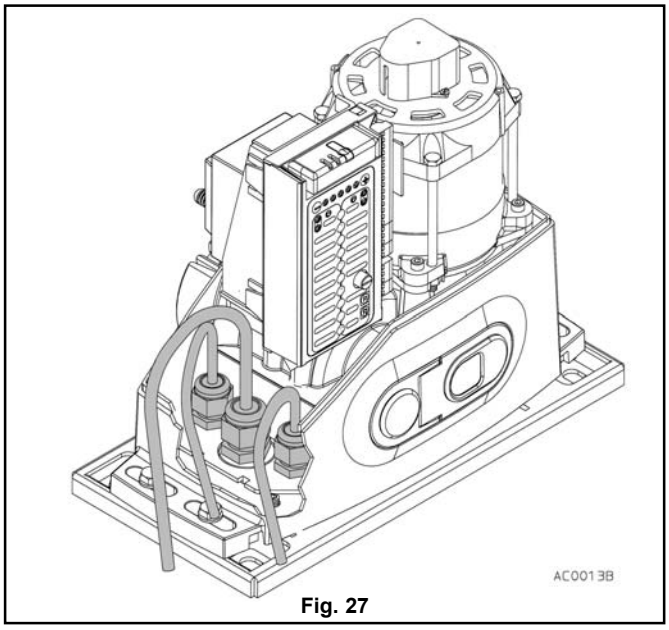

Fig. 27
c) Lasciare i cavi più lunghi di circa 40 cm (fig. 27).